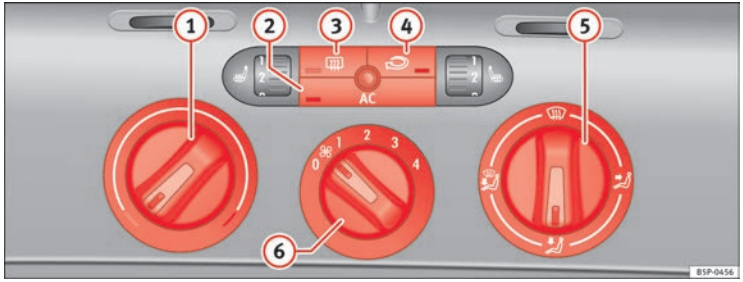

Fig. 129 On the dash panel: Climatic controls
– Using the knobs ⇒ fig. 129 (1) and (5) and knob (6) you can set the temperature, air distribution and blower speed.
– To switch a function on or off, press the appropriate button (2), (3) or (4). When the function is activated, the display window in the lower corner of the button is lit.
(1) Temperature selector ⇒ page 163
(2) AC button – Air conditioning system on/off ⇒ page 163
(3) button – Heated rear window The heating will be switched off automatically approximately *20 minutes* after switching on. It can also be switched off beforehand by pushing the button.
(4) Button – Air recirculation mode ⇒ page 164
(5) Air distribution control ⇒ page 163
(6) Blower switch. There are four speed settings for the air flow. The air flow should always be set at the lowest speed when driving slowly.
– Switch on the air conditioner using the button ⇒ page 162, fig. 129 AC.